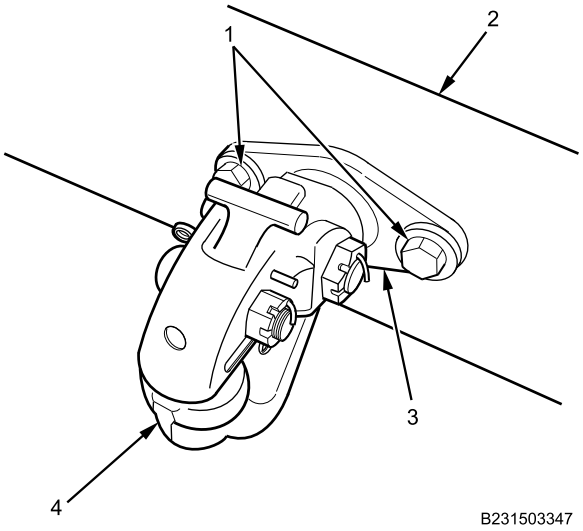

Figure 9. Towing Pintle Hook Assembly on Rear Frame Crossmember.
1. Install towing pintle hook brackets (Figure 9, Item 3) on rear frame crossmember (Figure 9, Item 2) with two bolts (Figure 9, Item 1) and new locknuts and tighten securely. Backside bracket not shown.
2. Position pintle hook assembly (Figure 9, Item 4) on pintle hook brackets (Figure 9, Item 3).